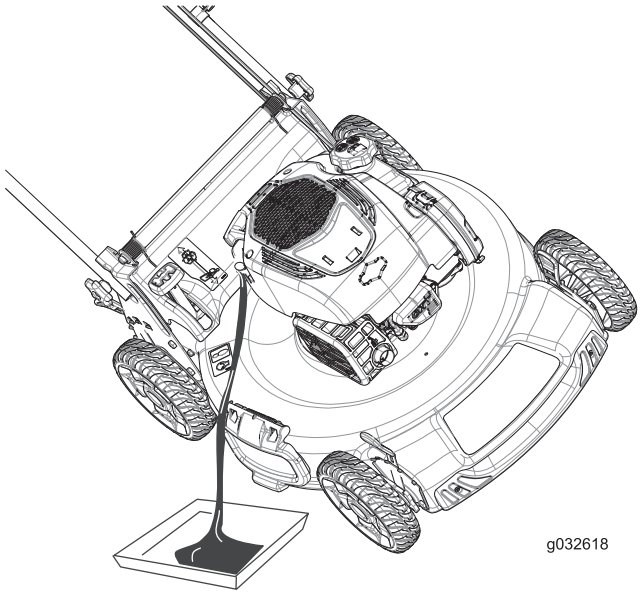

Figure 32
3. Inclinez la machine sur le côté (filtre à air en haut) pour vidanger l'huile usagée par le tube de remplissage (Figure 32).